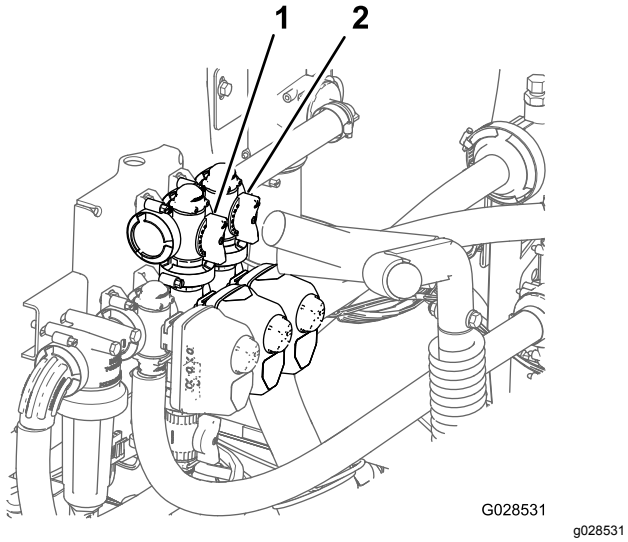

Figur 76
11. Juster omløpsventilen for risting (Figur 76) på baksiden av risteventilen helt til trykkmålingen viser 6,9 bar.
8. Juster håndtaket for hovedbomomløpet for å kontrollere hvor mye risting som skjer i tanken (Figur 76).